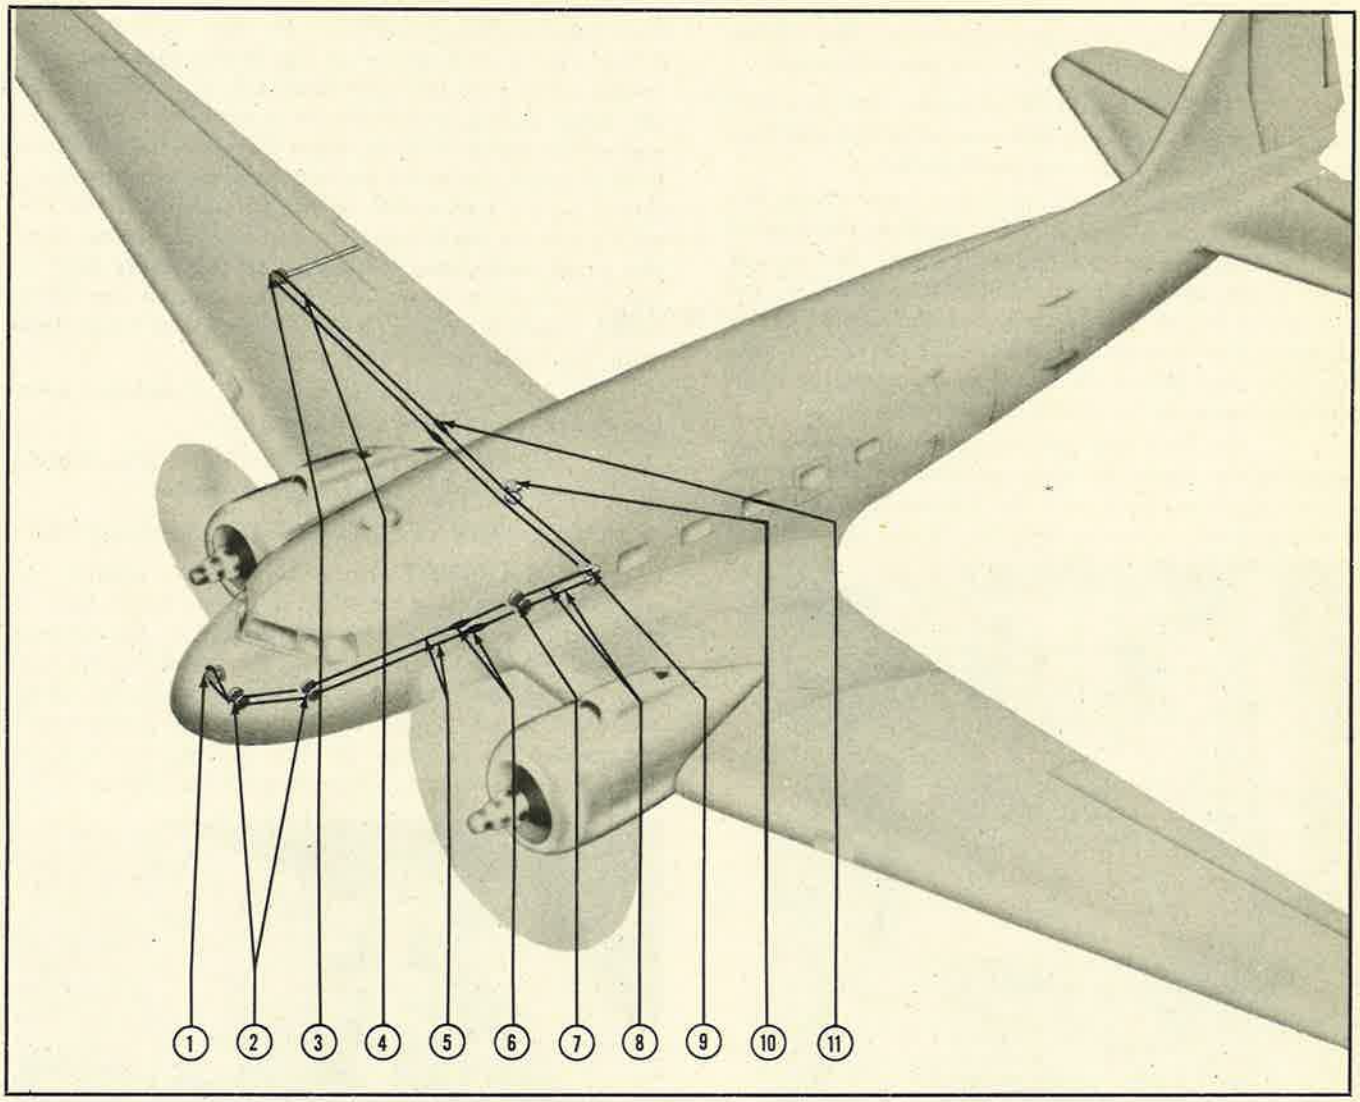

Figure 342—Aileron Tab Controls
(2) AILERON TAB CONTROL. *(See figure 342.)*
which indicates the effect of the tab movement on the lateral attitude of the airplane when it is in flight, is located beside the control crank. The tab control cables (figure 342) are wound around a drum on the control crank shaft within the pedestal and pass over a set of pulleys below the pilot's compartment floor. From this point the cables continue aft to the center wing section and outboard to the drum of the tab operating mechanism in the outer wing. The tab stops, consisting of cable lugs which strike fixed fair-leads, are located in the outer wing panel. They are not adjustable.